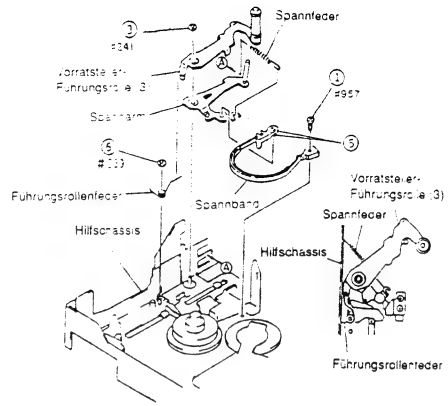

Abb. 2-52
1) Eine (1) Befestigungsschraube des Spannbandes entfernen (siehe Abb. 2-52).
3) Eine (1) Scheibe entfernen, mit der den Spannarm und die Vorratsteller-Führungsrolle (3) befestigt sind.
4) Den Spannarm, die Vorratsteller-Führungsrolle (3) und das Spannband aus dem Hilfschassis herausziehen.
5) Zwei (2) Laschen freigeben und das Spannband von dem Spannarm abnehmen.
6) Eine (1) Scheibe entfernen, mit der die Führungsrollenfeder befestigt ist.